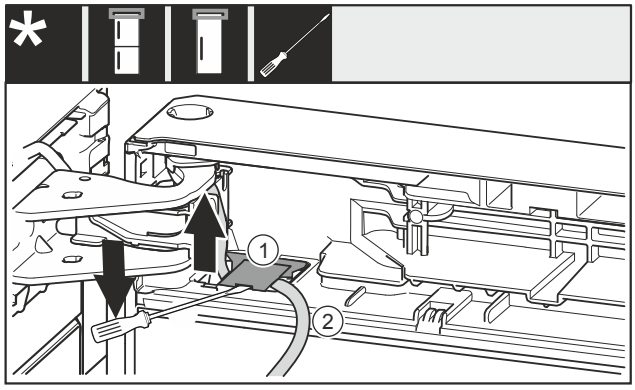

Fig. 26
▶ Plochým šroubovákem nadzvedněte kryt *Fig. 26 (1)* a zvedněte jej.
▶ Vytáhněte kabel *Fig. 26 (2)*.